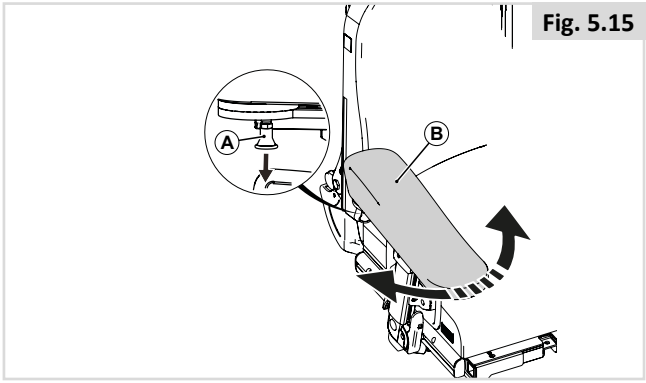

Fig. 5.15
5.9 Accoudoir pour personne hémiplégique (Fig. 5.15)